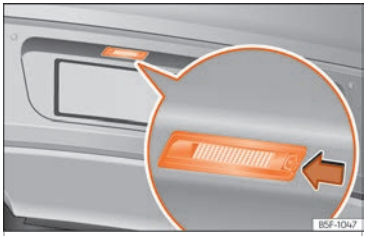

Fig. 63 In the rear bumper: Number plate light.
– Press the number plate light in the direction of the arrow ››› Fig. 63.